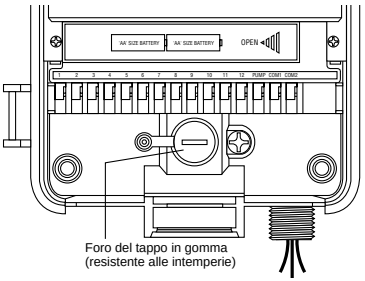

FIGURA 23: Vano cablaggi della scatola del programmatore
- Togliere il tappo in gomma resistente alle intemperie dal foro per la vite ed infilare una vite No. 8 nel foro della scatola del programmatore **[vedere Figura 23]**.
- Stringere la vite in modo da bloccare saldamente la scatola del programmatore contro la parete, quindi rimettere il tappo in gomma resistente alle intemperie nell'apposito foro **[vedere Figura 23].**